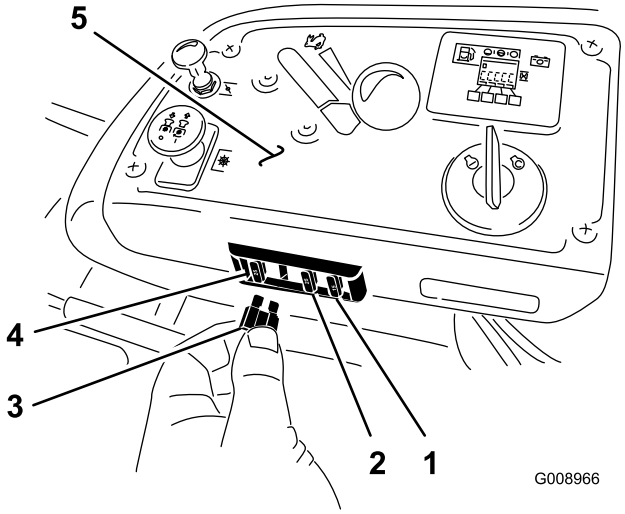

Figur 64
1. Säkringarna sitter på konsolen till höger om sätet (Figur 64).
3. Sätt i en ny säkring (Figur 64).